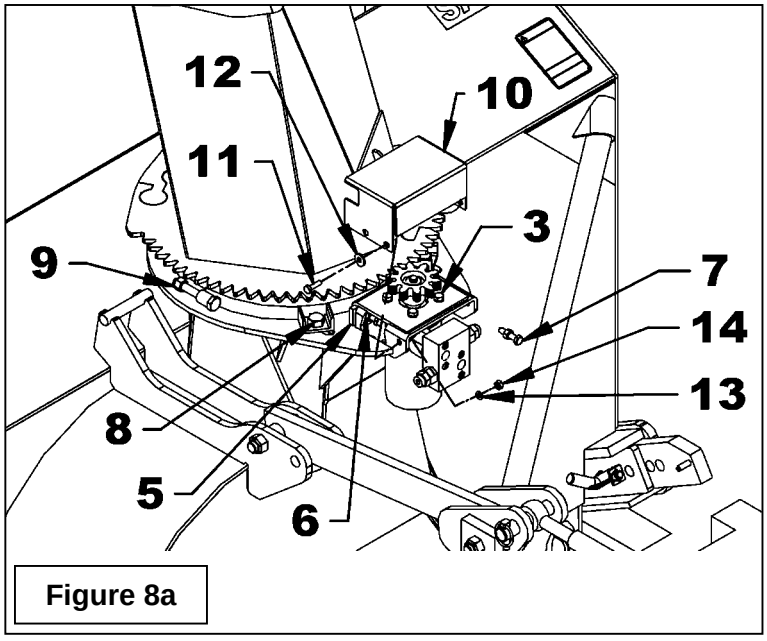

Figure 8a
4. **Figure 8a**: Ajuster la distance entre l'engrenage de la chute et celle du moteur en suivant cette procédure:
- **A.** Desserrer légèrement les deux boulons (item 8) qui maintiennent la plaque de retenue.
- **B.** Visser les deux écrous (item 9) simultanément jusqu'à ce que la distance entre les plaques de retenue et le contour de la chute soit égale.
- **C.** Resserrer les boulons (item 8) selon la table de spécification des couples.
- **D.** Ajuster les engrenages à une distance de 1/32" à 1/16" en vissant les deux boulons (item 7). Verrouiller l'ajustement en vous servant des écrous (item 6) en les déplaçant contre le fer plat d'ancrage (item 5). Serrer les quatre boulons (item 3) selon ***Table de Spécification des Couples*** à la fin du manuel.
5. Réinstaller le couvercle (item 10) à l'aide de quatre boulons 5/16" NC x 1", rondelles plates 3/8" (items 11-12) du côté extérieur et quatre rondelles de blocage 5/16" et écrous (items 13-14) du côté intérieur. Serrer selon la ***Table de Spécification des Couples*** à la fin du manuel.